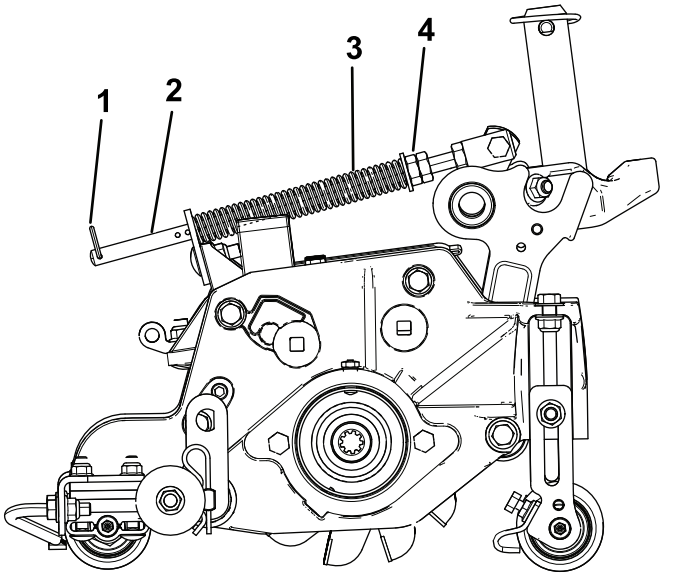

Bild 15
1. Stellen Sie sicher, dass der Splint in das hintere Loch in der Federstange eingesetzt ist (Bild 15).
2. Ziehen Sie die Sechskantmuttern vorne an der Federstange an, bis die komprimierte Länge der Feder 15,9 cm beträgt (Bild 15).